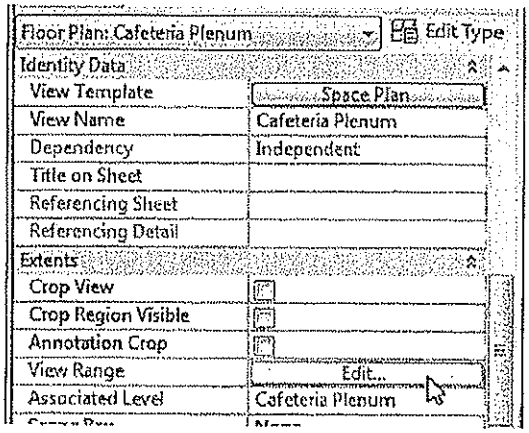

Figure 6–9
- To have more control over views, in the Properties of the view, in the *Identity Data* area, you can specify a View Template as shown in Figure 6–9. Doing so limits the changes you can make to the view, such as the Scale, Visibility Graphics Overrides, and View Range.